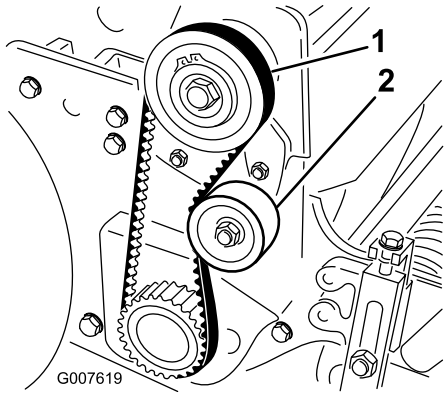

Figur 29
2. Kontroller spændingen ved at trykke remmen ned midt på remskiverne (Figur 29) med en belastning på 1,8 til 2,3 kg. Remmen skal afbøje 6 mm.
A. Løsn styreremskivens monteringsmøtrik, og drej styreremskiven med uret mod bagsiden af remmen, indtil du opnår den ønskede remspænding (Figur 29).